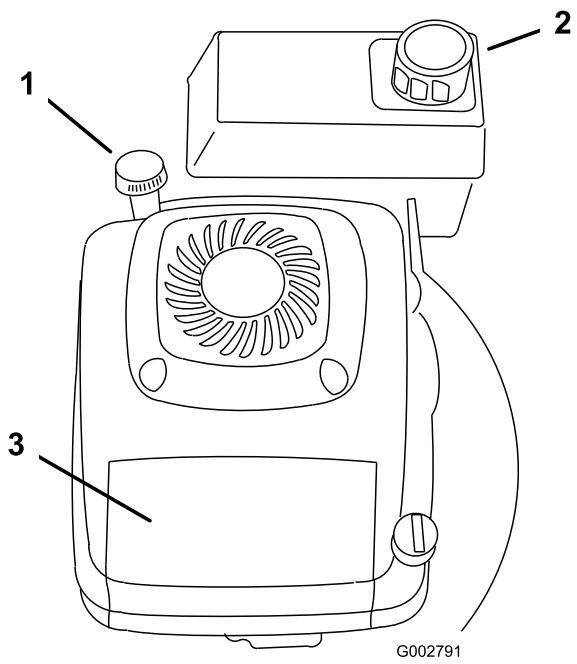

Figuur 14
1. Maak de omgeving van de dop van de brandstoftank schoon (Figuur 14).